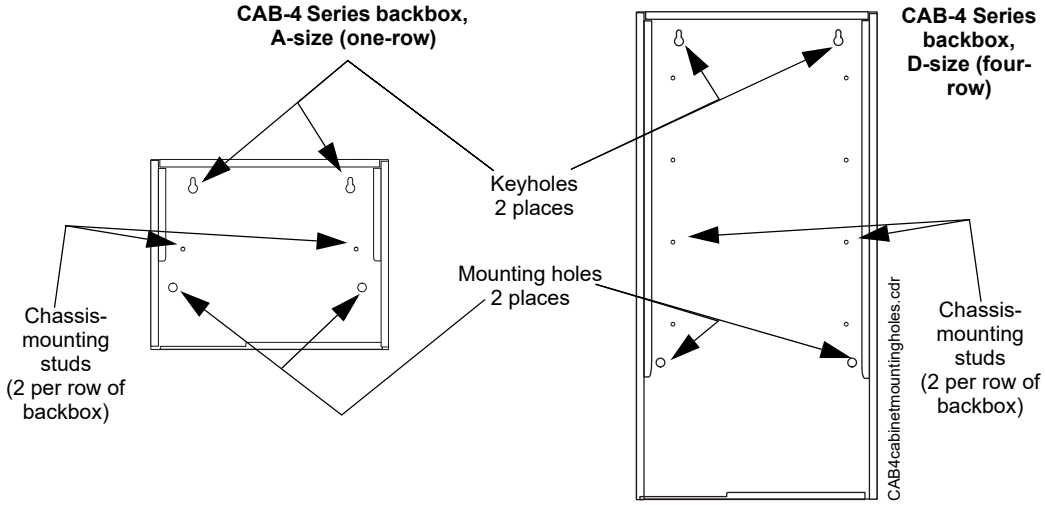
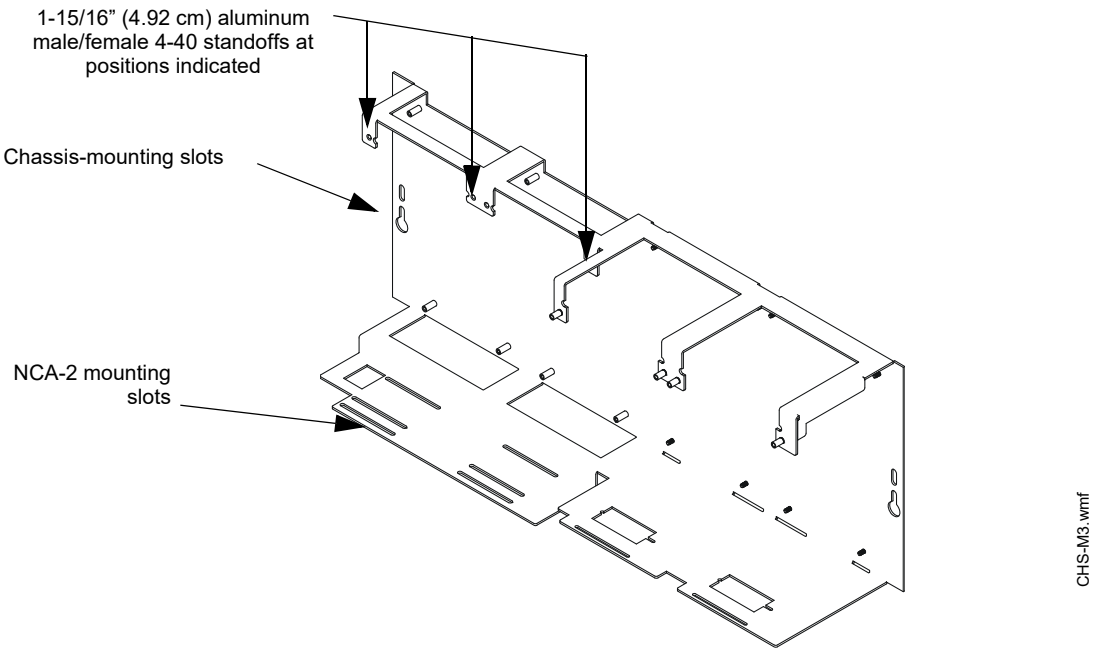

Figure 3.1 Backbox-Mounting Holes and Chassis-Mounting Studs
Figure 3.5 Standoffs on Chassis CHS-M3
- Use the four holes in the back surface of the backbox to provide secure mounting (See Figure 3.1).
1. Attach three 1-15/16” (4.92 cm) aluminum male/female 4-40 standoffs (P/N 42076, included with NCA-2/C) to chassis as shown in Figure 3.5.
2. Slide circuit-board tabs into slots on chassis as shown in Figure 3.5.
Align chassis-mounting slots with chassis-mounting studs (see Figure 3.1 and Figure 3.5 for locations). Secure with nut & lock-washer provided with chassis.